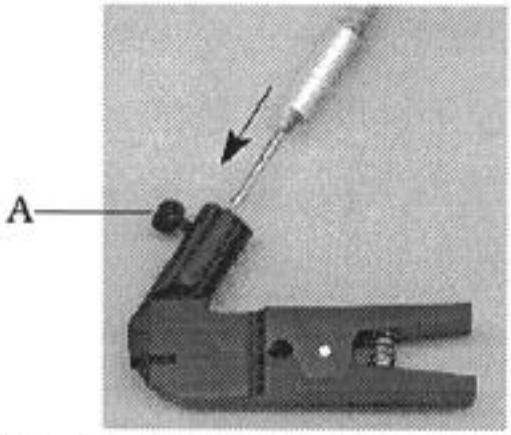

Figure 13. Foreoptic Insertion into the Standard Clip and Retaining Screw (A).
1. Loosen the retaining screw on the neck of the clip (Figure 13).
2. Carefully slide the foreoptic all the way down the neck until the edge of the tip is flush with the bottom of the upper half of the clip (Figure 13). This ensures that the sample is close to the fiber tip, but will not be damaged.
3. When the fiber is in position it should be secured by tightening the retaining screw on the neck of the clip (A, Figure 13).